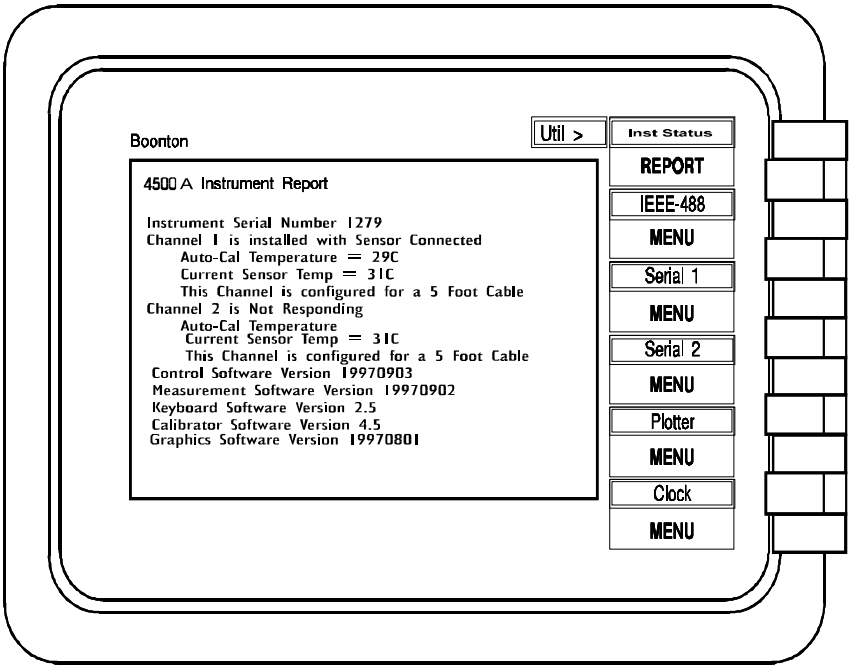

Figure 2-3. *Util > Inst Status* Display
5. On the front panel, press the UTIL function key followed by the *Util > Inst Status > REPORT* menu key. A display similar to Figure 2-3 should appear.